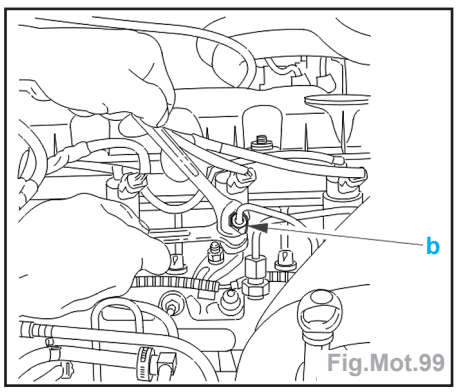

Fig.Mot.99
- Desserrer le raccord (10).
- Desserrer le raccord (9).
- Déposer le tube d'alimentation haute pression (8).
- Appliquer un contre-couple en (b) (Fig.Mot.99).